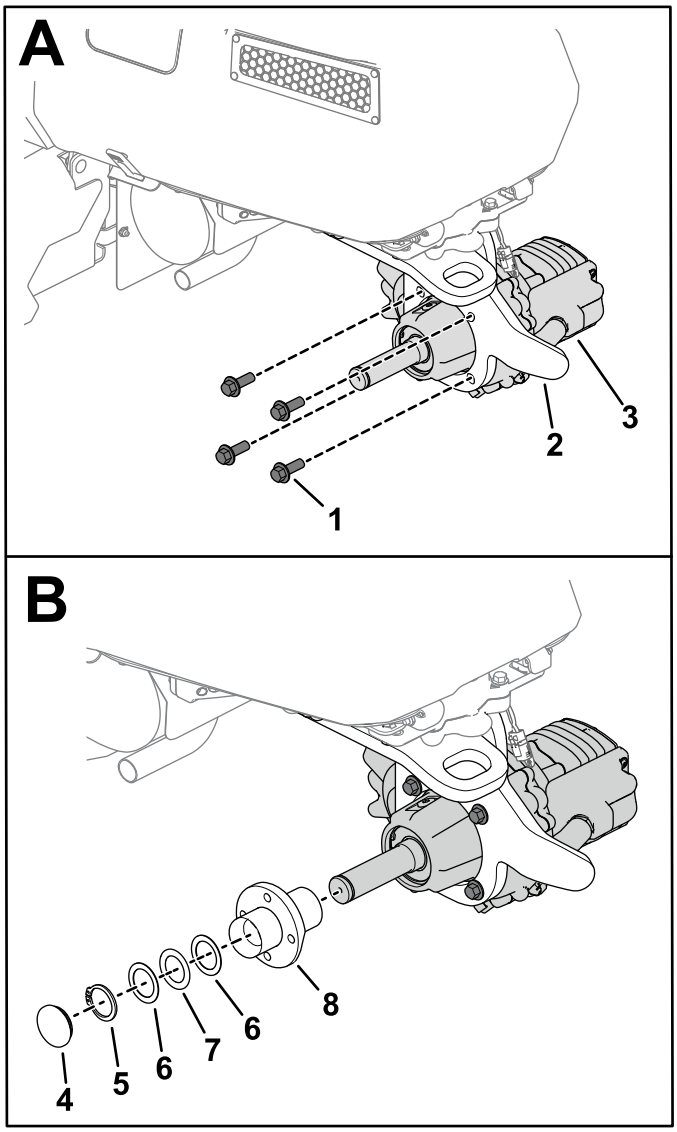

Figur 3
1. Ta bort låsringen (visas i Figur 3) från axeln.
2. Ta bort navenheten (visas i Figur 3) från växellådan.
Obs: Observera korrekt riktning för växellådan enligt Figur 3. Axeln ska peka mot maskinens vänstra sida.
4. Använd fyra skruvar (M12) för att fästa växellådan på hjulgaffeln (A i Figur 3).
6. Montera navenheten, låsringen och dammkåpan med o-ring på axeln (B i Figur 3).
Obs: Om tryckbrickorna och lagren tas bort från navenheten ska de monteras enligt Figur 3.